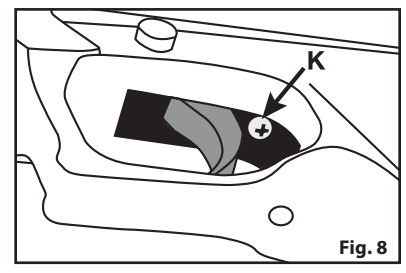

Fig. 8
2. Acesse o parafuso de ajuste na parte posterior do gatilho através do orifício no guarda-mato (Fig. 8). **OBS.:** O tamanho e a posição do orifício no guarda-mato podem variar entre modelos.